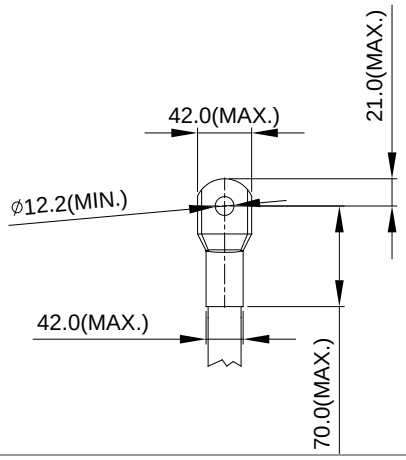
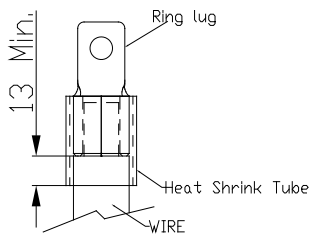

Рис. 3
Рис. 4
5. На рис. 3 и Рис. 4 дана спецификация термоусадочной трубки в соответствие с UL (600C, YDPU2).
- На рис. выше по умолчанию установлена перемычка S1-SCM. По умолчанию для дискретных входов установлен режим NPN (SINK), т.е. установлена перемычка на клеммах +24V и COM ; Подробнее см. рис. 4 в главе «Подключение».